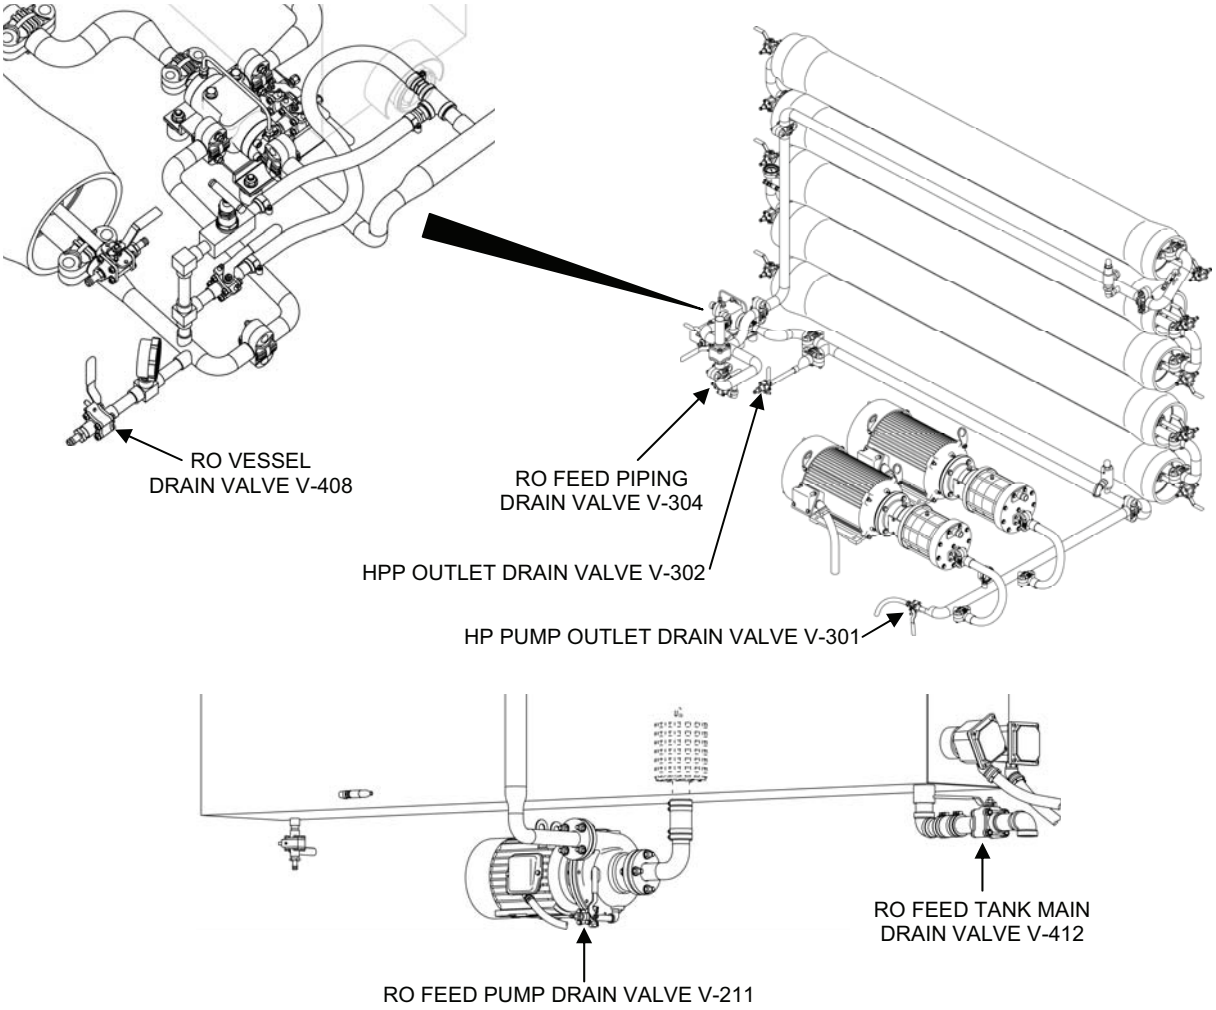

Figure 2. Valves for Shutdown to Standby and Drain for RO Detergent Cleaning.
2. Shutdown the TWPS to the Standby condition and drain the TWPS as follows (Figure 2):